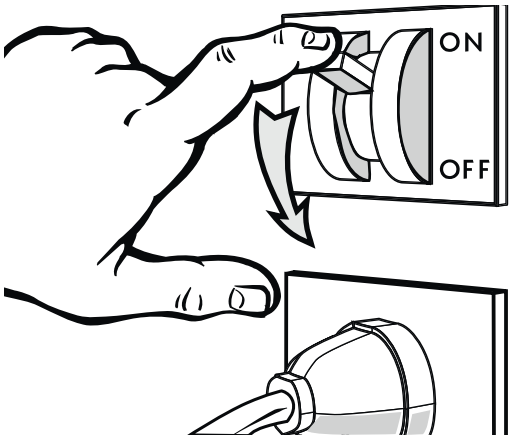

Abb. 21
- Trennen Sie das Kühlmöbel mit Hilfe des Wandschalters vom Stromnetz ("Abb. 21").